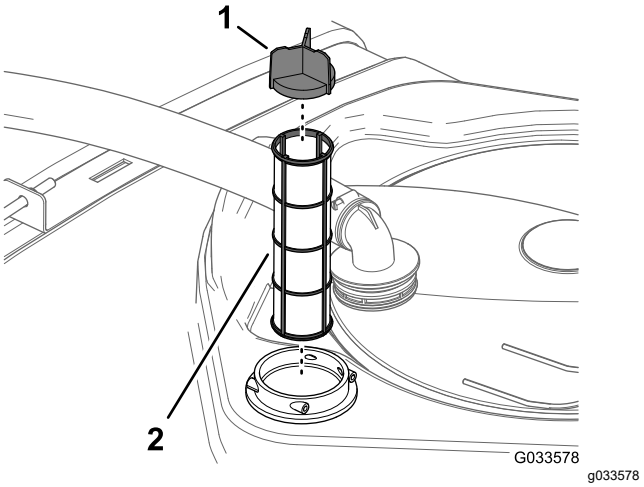

図 113
4. フィルタハウジングタンク内部から古いフィルタを取り出す図 113。